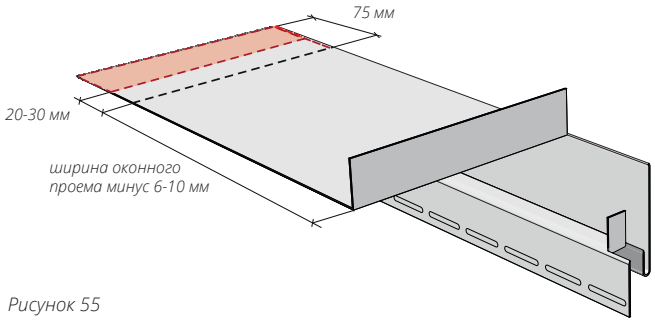

Рисунок 55
**15.9** Подрезы и загибы верхней околооконной планки с противоположной стороны делаются аналогично. Измерьте ширину оконного проема. Отнимите из этого расстояния 6-10 мм. Нанесите разметку согласно рис. 55 сделайте подрезы и загибы.